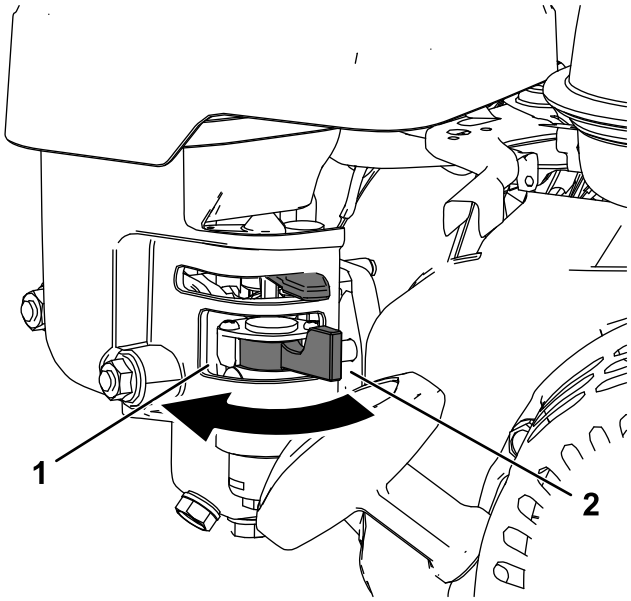

Bild 11
- Um das Kraftstoffventil zu öffnen, drehen Sie den Hebel am Kraftstoffhahn in Richtung des Rücklaufstartergriffs (Bild 11).
- Um das Kraftstoffventil zu schließen, drehen Sie den Hebel am Kraftstoffhahn vom Rücklaufstartergriff weg (Bild 11).